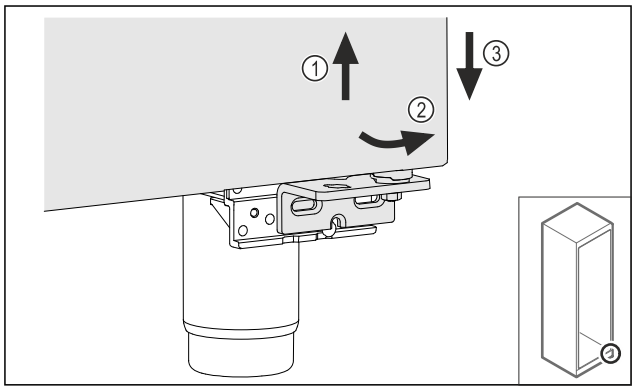

Fig. 19
▶ Ridicați ușor ușa *Fig. 19 (1)*, basculați-o jos spre înainte *Fig. 19 (2)* și coborâți-o *Fig. 19 (3)*.